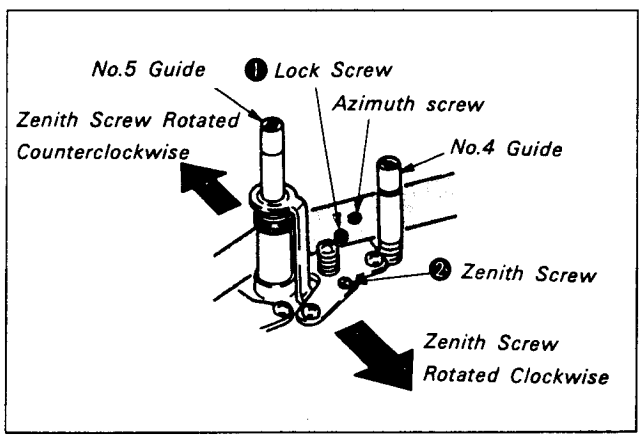

Fig. 7-73.
1) Playback the alignment tape (WR5-1C) for tracking. Rotate No.4 guide counterclockwise and No.5 guide colockwise in order to make the tape running on the exit side free. (See Fig. 7-73.)
iii) Rotate the lock screw ❶ clockwise to tighten. (See Fig. 7-73.)